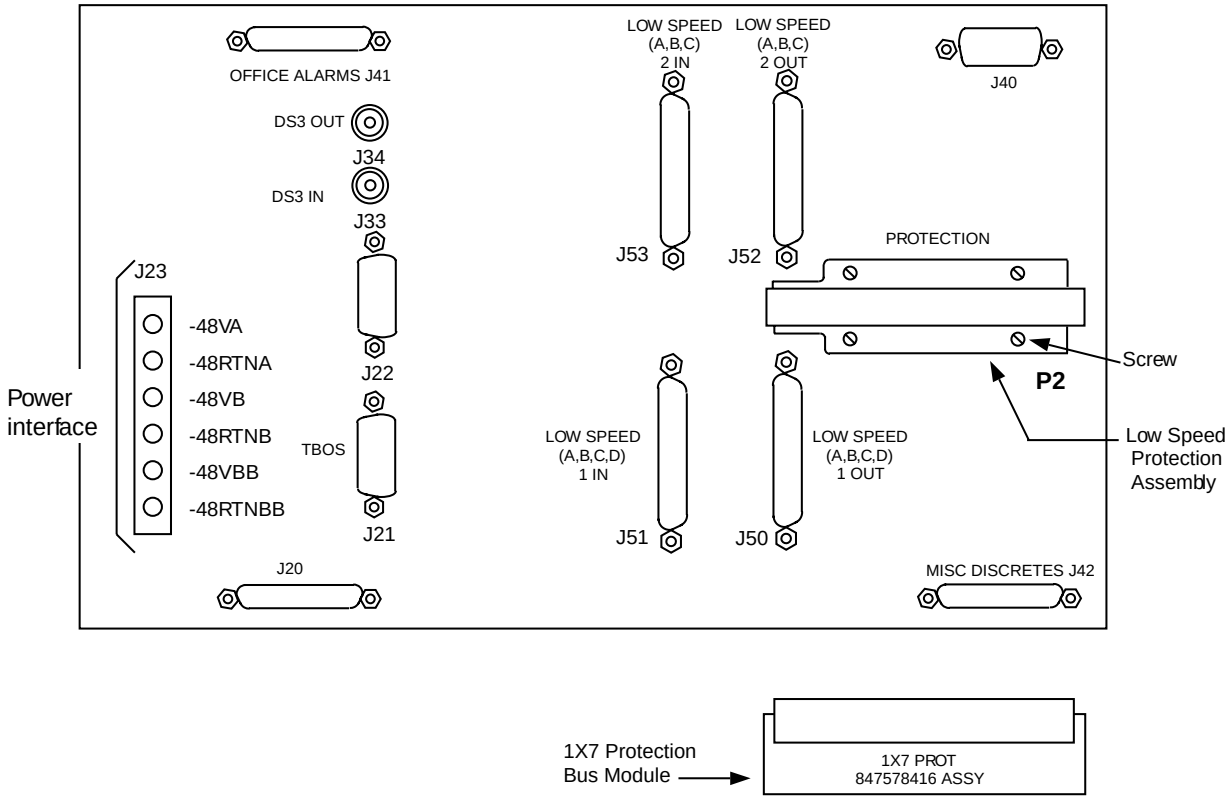

Figure 1 – FiberReach Protection Bus Module (1X1 or 1X7) Installation
6. If the protection mode is **1X7**, low-speed cables must be connected from **J50, J51, J52**, and **J53** to the DSX-1 or DS1 Interconnect Assembly. If the protection mode is 1X1, you must not connect the low-speed cables to **J52** and **J53**. See Figure 1.